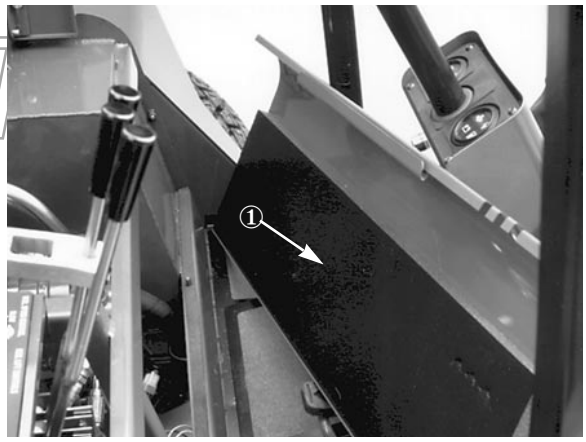

Afbeelding 17
3. Haal het frontpaneel omhoog en verwijder het (Afb. 17).